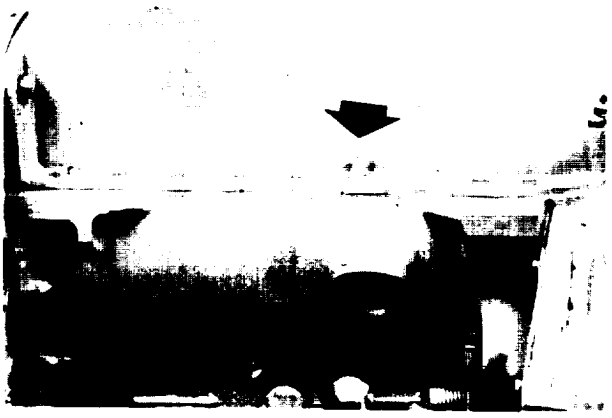

Figure 5-44. Oil Pan
c. Remove the oil pan bolts and the oil pan. Note the position of the extra long bolts which are located in the fourth position from the front of the engine. See figure 5-44.